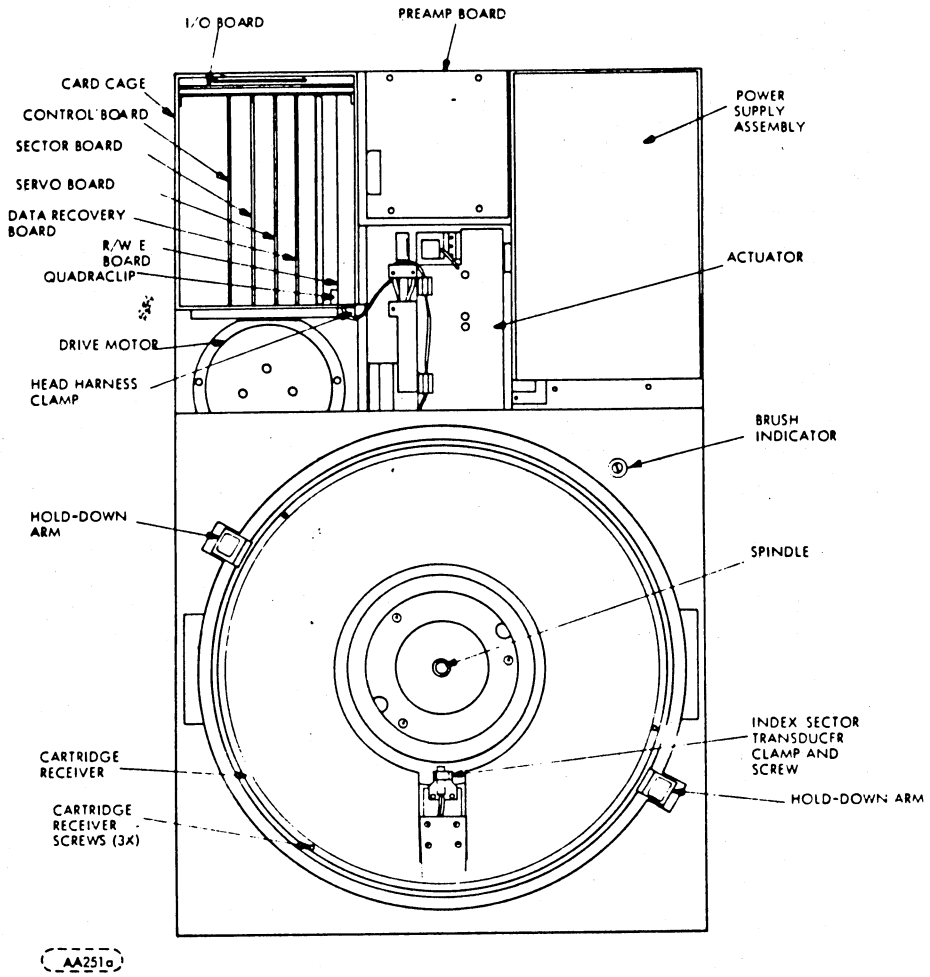

Figure 6Q-7. Module Location (Above Deck)
9. Lift the cartridge receiver up until connector A9P2 can be unplugged {see figure 6Q-2}. After A9P2 is unplugged further remove cartridge reciever.